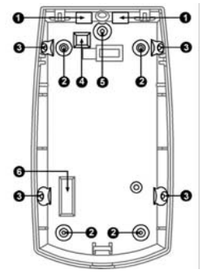

Fig. 1 Knockout holes I Orificios troquelados **I** Trous de débouchure **I** Fori ciechi **I** Otwory montażowe
3. Break out the desired holes for proper installation (Fig. 1 – 2) for flat mount or Fig. 1-3 for corner mount) Use 4 screws type 3x30mm.
3. Haga los agujeros deseados para una instalación correcta ((Fig. 1 - 2) para enmarcar en lo plano o (Fig. 1 - 3) para enmarcar en la esquina) Use 4 tornillos de tipo 3x30mm.